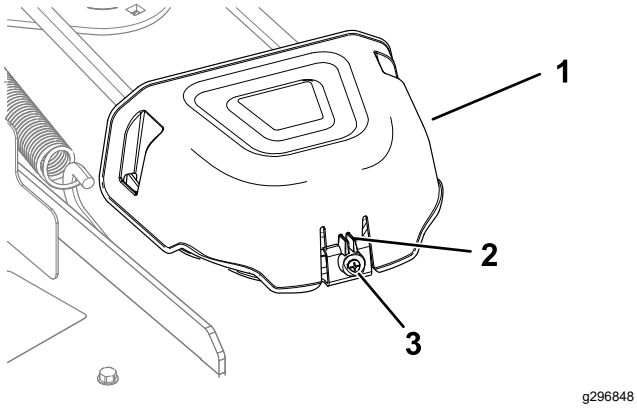

Figuur 55
5. Maak de schroef los en duw de lip op de kap in om de poeliekappen te verwijderen (Figuur 55).